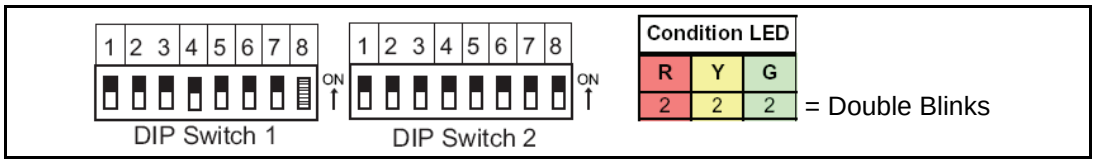

Figure A-7 DIP Switch Test 2
4. Set DIP Switch SW1-1 through SW1-7 and SW2-1 through SW2-8 to ON (See Figure A-7). Confirm that the Red, Yellow and Green LEDs are blinking two blinks at a time (twice).